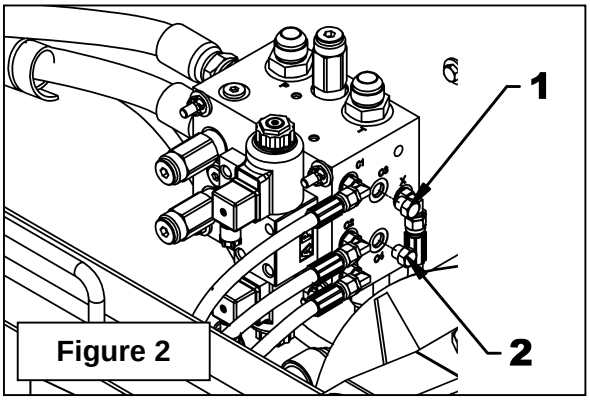

Figure 2
3. **Figure 2:** Remove the two plugs (items 1-2) from "C3" and "C4" hydraulic block ports.